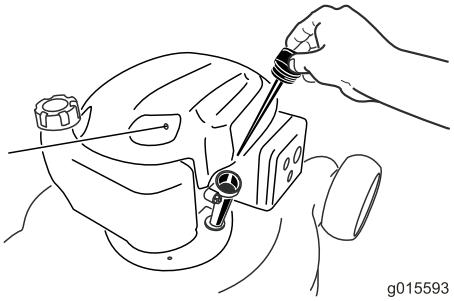

Figur 5
2. Ta ut oljestickan (Figur 5).